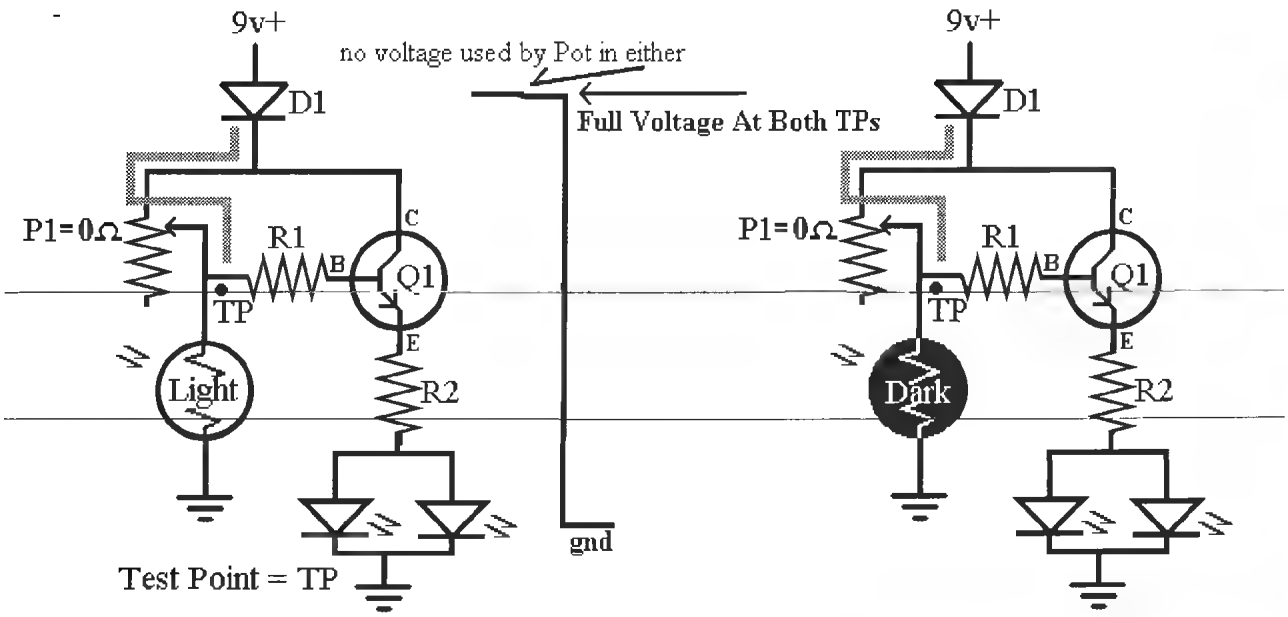

Figure L11-6
Remember the idea of the waterfall when we first looked at resistors. As the size of the load increased, the amount of voltage used increased *proportionately*. The same thing happens with two resistor loads in this circuit. More detail is given in Figure L11-6.
5. Set the pot so the resistance between legs "A" and "C" center now has 0 ohm. Figure L11-6 shows how the voltage available to the transistor base is identical in both the light and the dark. The potentiometer uses none of the voltage, so the base of the transistor is exposed to nearly full voltage in both circumstances.
6. Now set your circuit under a fairly good light. Measure and record the voltage at the test point shown in Figure L11-6. _____ V